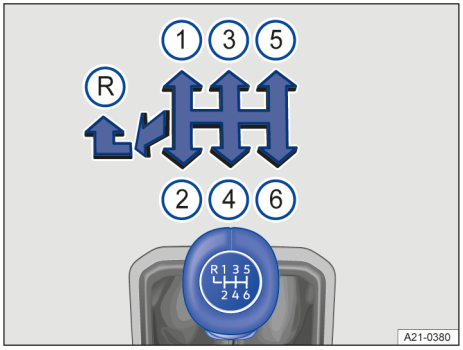

Fig. 103 Grille des vitesses de la boîte mécanique à 6 vitesses
Les positions des différentes vitesses sont représentées sur le levier de vitesses → fig. 103.
3. Tirez vers le haut l'anneau du levier de vitesses, poussez le levier de vitesses jusqu'en butée vers la gauche puis vers l'avant pour l'amener en position de marche arrière → fig. 103 Ⓡ. ◁